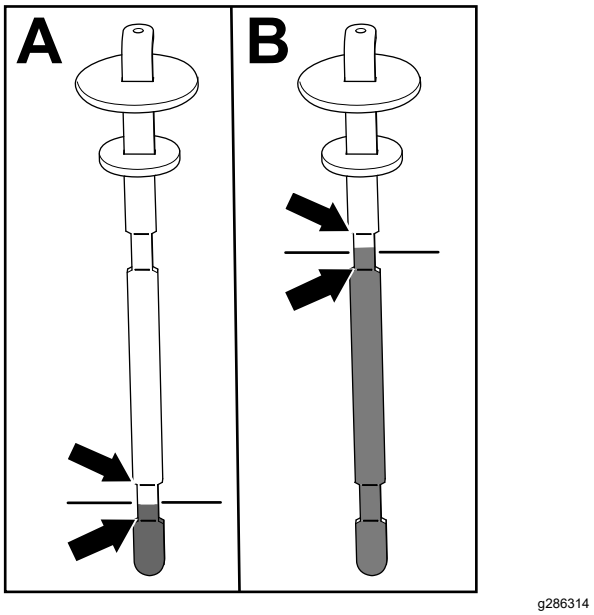

Figure 84
5. Ressortez la jauge et vérifiez le niveau de liquide (Figure 84).
- **Si l'unité de coupe est montée sur la machine :** le niveau de liquide hydraulique est correct quand il se situe entre les 2 repères inférieurs sur la jauge (A de la Figure 84). Il est également acceptable que le niveau de liquide dépasse les repères inférieurs.
- **Si le kit flexible d'accessoire à entraînement hydraulique est monté sur la machine :** le niveau de liquide hydraulique est correct quand il se situe entre les 2 repères supérieurs sur la jauge (B de la Figure 84).